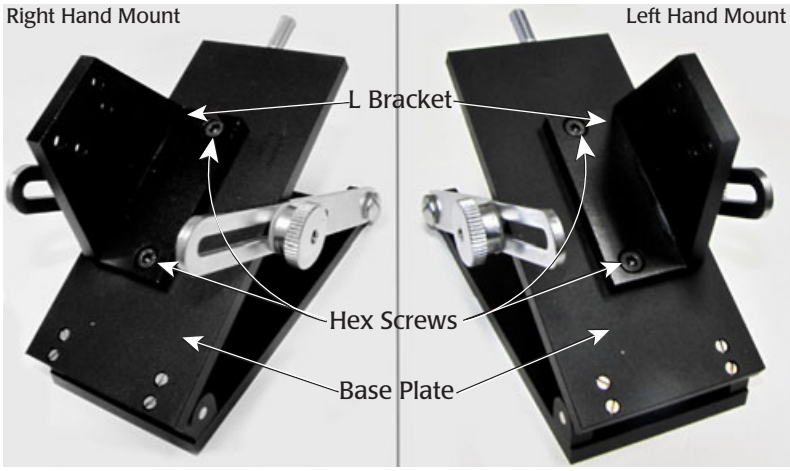

Fig. 1—The L bracket must be repositioned for a left hand manipulator.
2. Rotate the L bracket 180° as shown on the right side of Fig. 1.